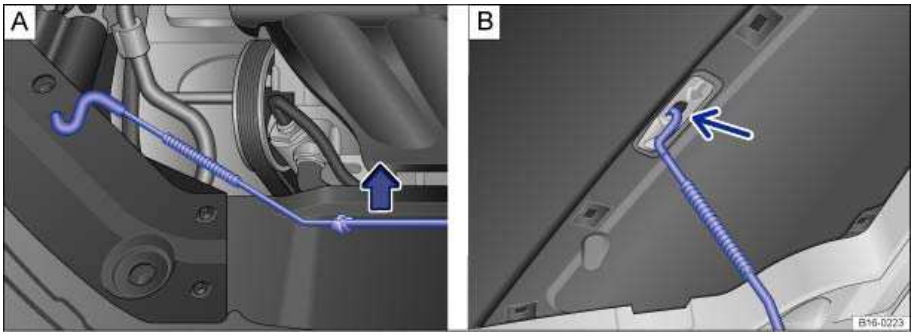

Fig. 148 A: In the engine compartment: Bracket for hood support. B: Hood propped open.
- Pull the hood support out of its bracket in the direction of the arrow ⇒ fig. 148 **A** and insert it into the opening in the hood ⇒ fig. 148 **B** (arrow).
- Take out the hood support and clamp it in place in its bracket ⇒ fig. 148 **A**.